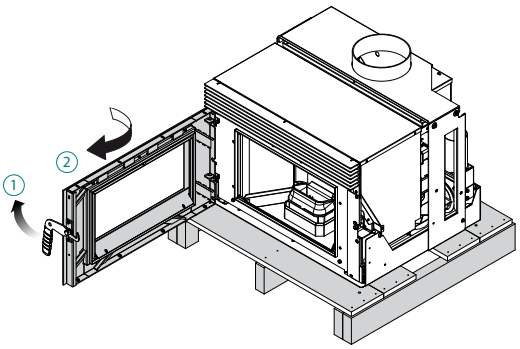

fig. 6.1.1
3) Abrir la puerta (fig. 6.1.1) ;